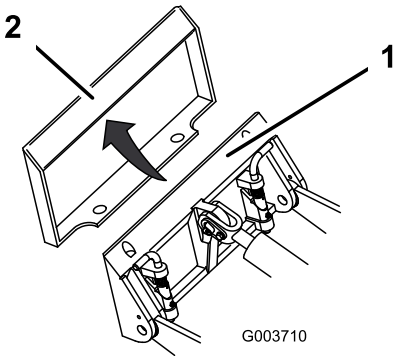

**Figur 25**
4. Stick in fästplattan i det övre fästet på redskapets kopplingsplatta (Figur 25).